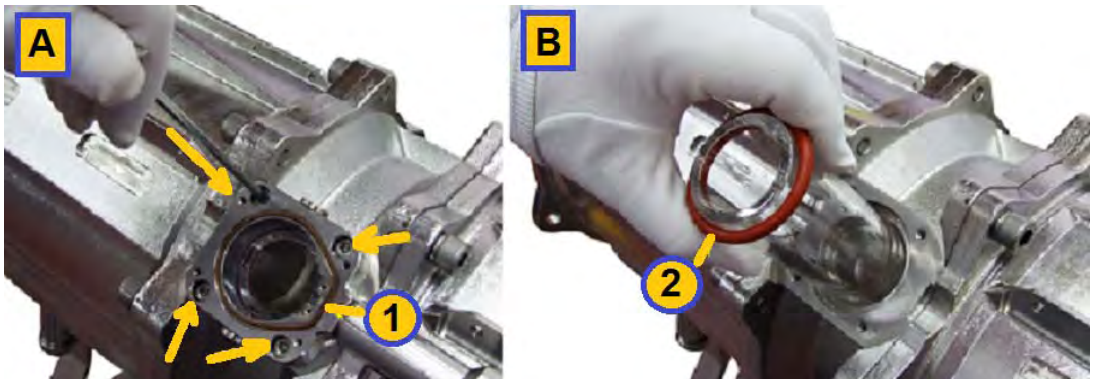

Figure 11-31: Replacing the Quartz Tube (Generic View 1)
- Two O-rings (See view **B** in **Figure 11-31** below)